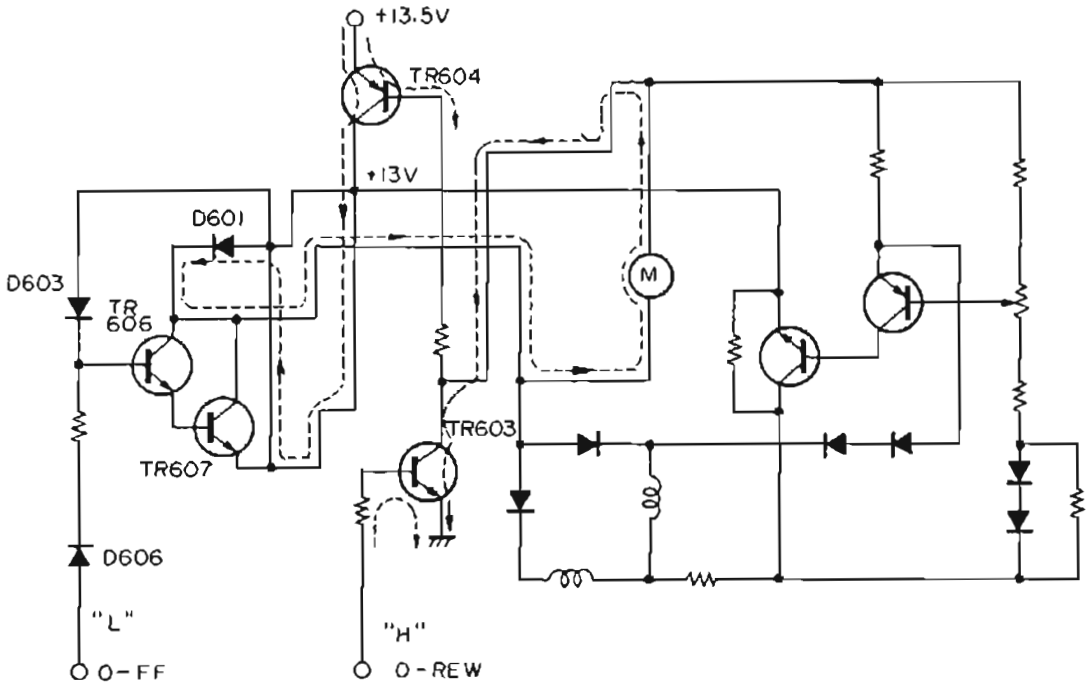

Fig. 11
Pressing REW switch (SW-16) change the level from "H" to "L" at pin (2) and from "L" to "H" at pin (21) of IC503. With "H" applying to the base of TR608 through D608 and panel-down switch, this transistor turns on to energize brake solenoid. The same "H" switches on TR603 at the same time, so TR604 too turns on. With TR603 and TR604 conducting, load current for drive motor (M) flows as shown in Fig. 11 so that the motor runs in reverse direction for tape rewinding